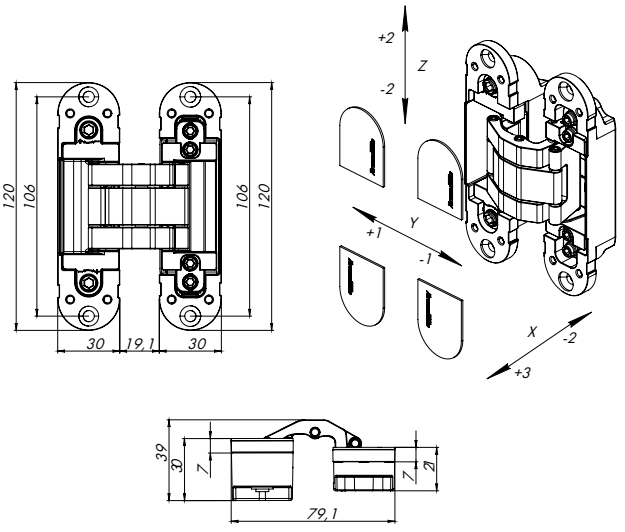

Рис. 1 — Габаритные размеры петель
- Габаритные размеры в открытом положении петли (рис.1):
- Вертикальная регулировка (Z): ±2 мм
- Горизонтальная регулировка (X): -2+3,5 мм
- Регулировка по глубине (Y): ±1 мм